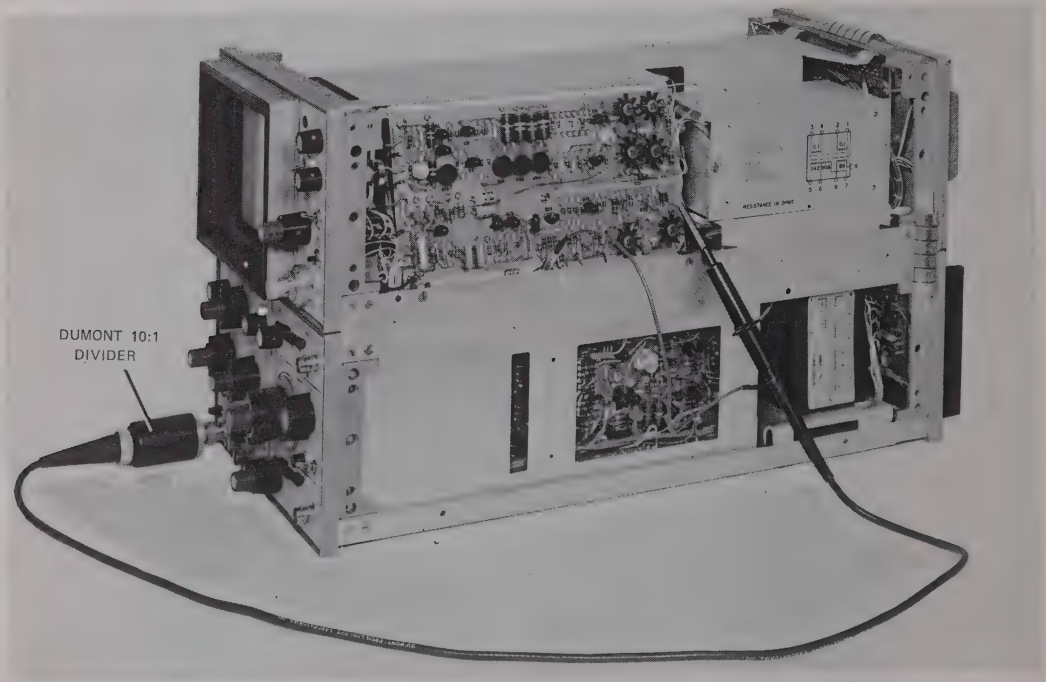

Figure 6-23. Unblanking Amplifier Adjustments, Test Setup
6-49. UNBLANKING AMPLIFIER ADJUSTMENT. Unblanking amplifier adjustments are shown in figures 6-23, 6-24, and 5-25.
c. Connect channel 1 INPUT through 10 to 1 divider to the collector of A1A1A2Q16. See figures 6-23 and 6-24.